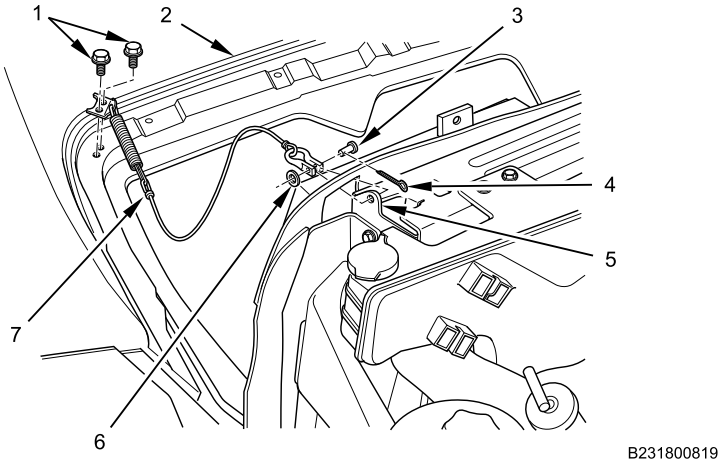

Figure 2. Hood Safety Cable.
1. Apply antiseize compound on hood safety cable bolt threads (Figure 2, Item 1).
2. Install hood safety cable (Figure 2, Item 7) on hood assembly (Figure 2, Item 2) with two bolts (Figure 2, Item 1). Tighten bolts securely.
3. Install hood safety cable (Figure 2, Item 7), clevis pin (Figure 2, Item 3), and washer (Figure 2, Item 6) on radiator support bracket (Figure 2, Item 5) with new cotter pin (Figure 2, Item 4).